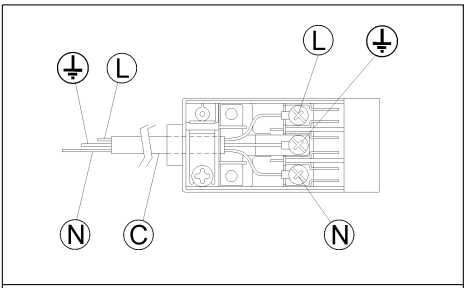

FIG. 11
- Appliquer au câble d'alimentation "C", s'il en est dépourvu, une fiche normalisée adaptée à la charge indiquée sur l'étiquette signalétique. Raccorder les fils d'après le schéma de la fig. 11 en ayant soin de respecter les correspondances suivantes: